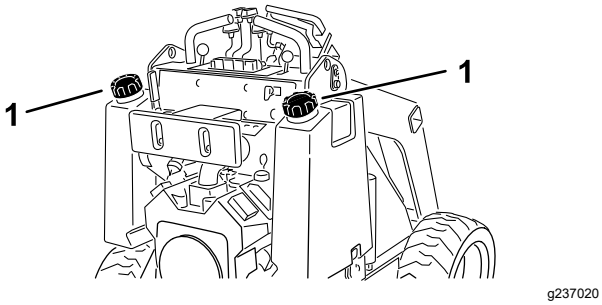

Rysunek 3
3. Oczyść okolice korka zbiornika paliwa, po czym odkręć korek (Rysunek 3).